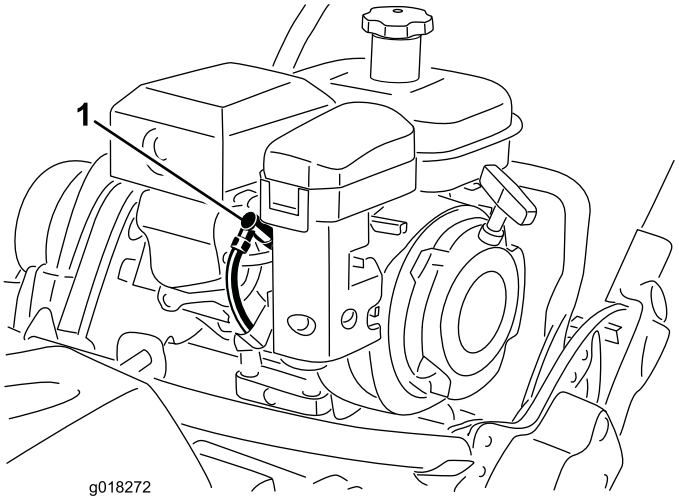

Figura 34
1. Retire el cable moldeado de la bujía (Figura 34).